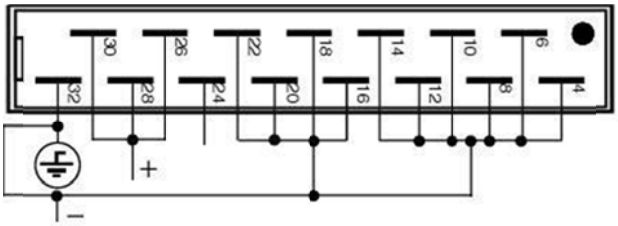

Figure 12. *Input to output and input to case isolation voltage test.*
2. Connect the output terminals of the converter to case. See *Figure 12*.
4. Connect your isolation tester between input and case. See *Figure 12*.
2. Connect the output terminals of the converter to case. See *Figure 12.*
4. Connect your isolation tester between input and case. See *Figure 12* Raise the voltage of the isolation tester from 0 to 2500 Va.c. The voltage should not be applied for more than one (1) minute or the Y capacitors might be damaged.